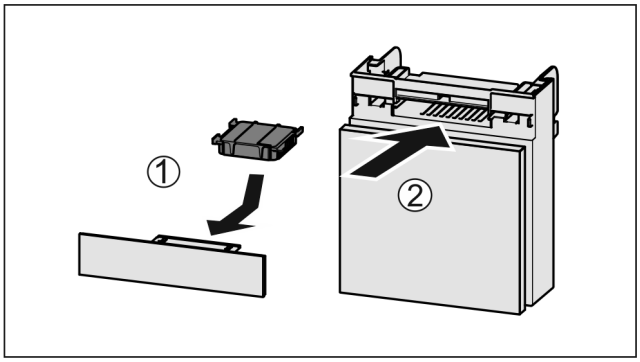

Fig. 147
▶ Aktivkohlefilter nach Abbildung einsetzen *Fig. 147 (1)*.
▶ Fach einschieben *Fig. 147 (2)*.